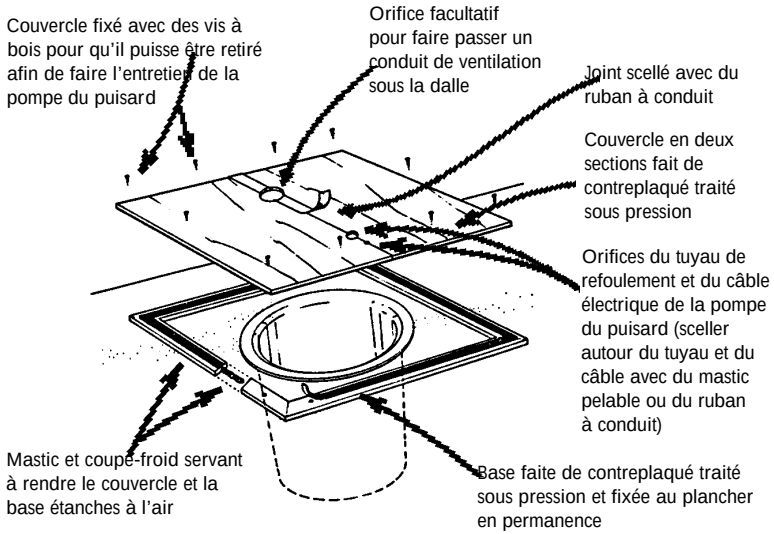

Figure 8. Scellement des puisards ouverts
- **Puisards ouverts.** On peut sceller le puisard en y installant un couvercle étanche à l'air (voir la **Figure 8**). Si le puisard sert également d'avaloir de sol, il suffit d'ajouter un siphon spécial au couvercle étanche et d'enfoncer légèrement celui-ci dans la cavité du puisard.
- Munir le puisard d'un couvercle étanche. Le constructeur peut acheter une unité avec couvercle ou en fabriquer un sur place (voir la **Figure 8, page 15**). Un couvercle étanche protège contre le radon, les moisissures, les mauvaises odeurs, les insectes et les courants d'air froid. Il réduit également les risques de blessures chez les jeunes enfants.